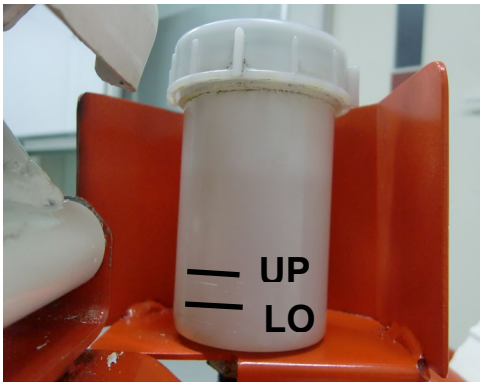

Figure 10
- Le niveau d'huile de la transmission hydrostatique doit se situer entre les repères « UPER » (niveau haut) et « LOWER » (niveau bas) (figure 10). Si tel n'est pas le cas, dévissez le couvercle du bocal et rajouter de l'huile correspondant à la norme VG46 ou de l'huile moteur SAE 10W30 (0.30L).